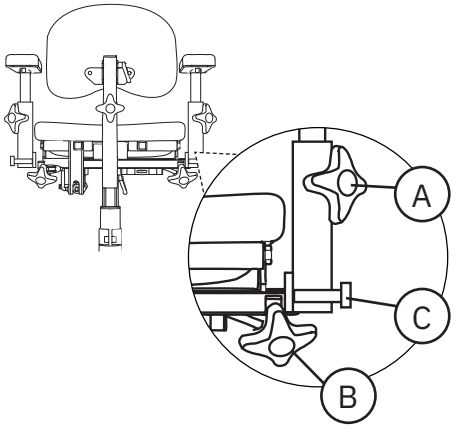

Figur 5.14. Fellbare armlener.
Fellbare armlener kan stilles inn i høyden (A), bredden (B) og kan felles bakover (C), se figur 5.14.